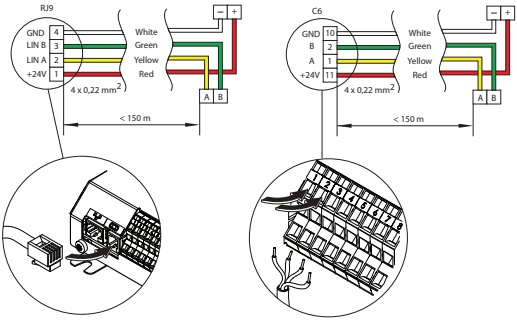

Fig. 12. Control panel cable wiring diagram
- Control panel (see. Fig. 12)
- **DX (6-7)** – control signal for external direct expansion (DX) cooler/heater.